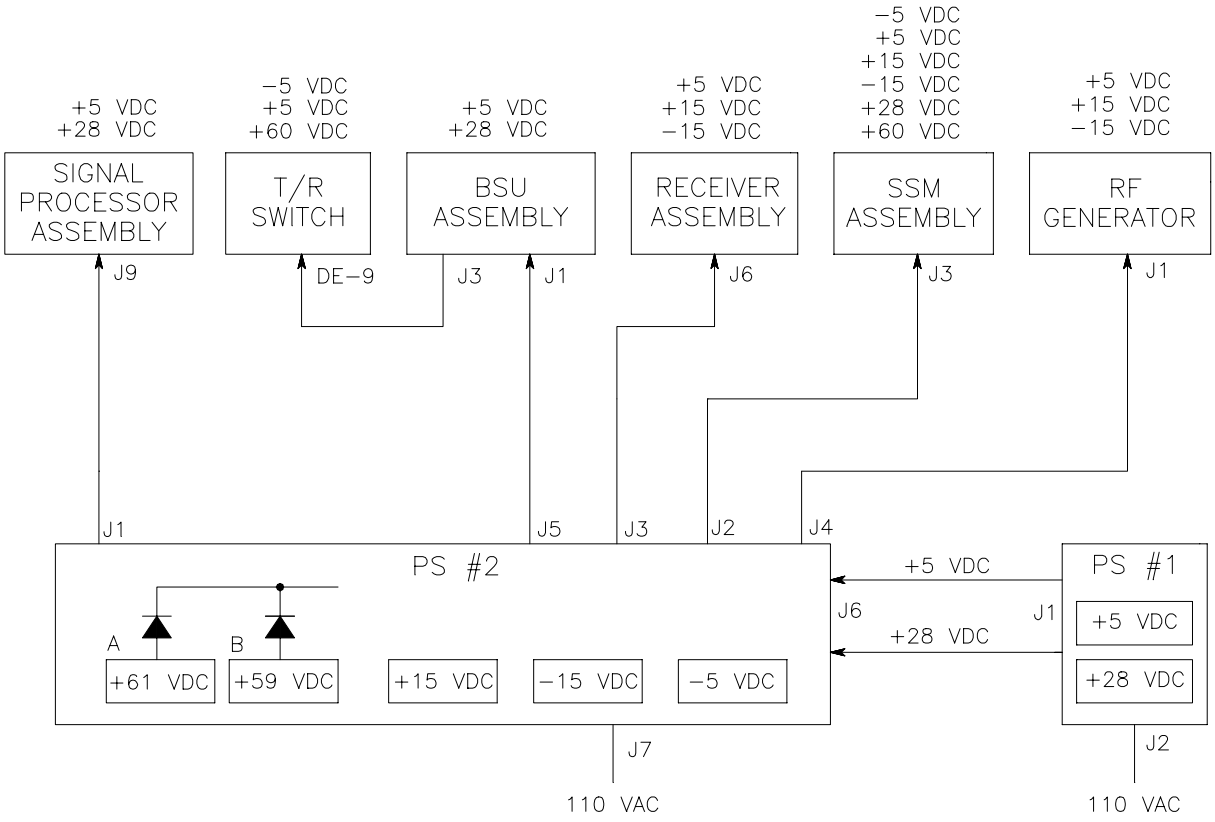
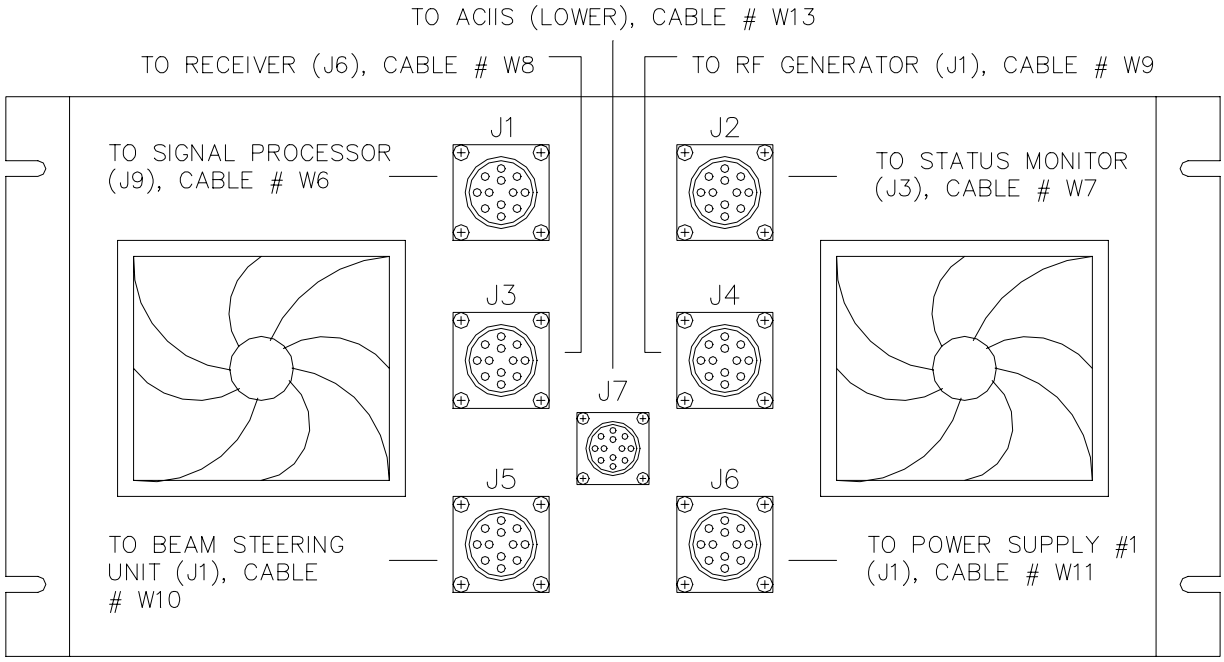

Figure 4-36 Equipment and BSU Cabinet DC Power Distribution
Figure 4-38 Power Supply #1 and #2 Rear Panels
Power Supplies #1 and #2 are the bottom two units of the Equipment Cabinet (see Figure 4-1). Power Supply #1 (PS #1) consists of two short-circuit protected subsidiary power supplies: +5.25 VDC and +28 VDC. Power Supply #2 (PS #2) consists of the following short-circuit protected subsidiary power supplies: two (2) +60 VDCs; one +15 VDC; one -15 VDC; and one -5 VDC. Figure 4-36 shows the interfaces between various profiler components and the two power supplies. The front and rear panels of PS #1 and PS #2 are illustrated in Figure 4-37 and Figure 4-38, respectively.
The two +60 VDC subsidiary power supplies in PS #2 provide primary and backup power to the system T/R Switch. After installation, these power supplies are adjusted to +61 VDC for the primary supply and +59 VDC for the backup supply. The output of each +60 VDC power supply is connected in parallel through diodes to provide electrical isolation between the two power supplies (see Figure 4-36).
Any of the components identified in Figure 4-36 may draw too much current, causing the short-circuit protection in one or more of the subsidiary power supplies to activate. For this reason, it is necessary to determine if the problem is in the power supplies or in one of the other system components.
3. Disconnect all components that draw current from the power supplies. The most convenient place to do this is on the rear panel of PS #2 (see Figure 4-38).
If the voltages are out of specification, the problem has been isolated to a subsidiary power supply in PS #1 or PS #2. Disconnect cable P6 from port J6 on the rear panel of PS #2 (see Figure 4-38) to isolate the power supplies. Again measure the voltage levels to isolate the problem to one of the power supplies. See Section 4.7.2 and Section 4.7.3 for the power supply replacement procedures.